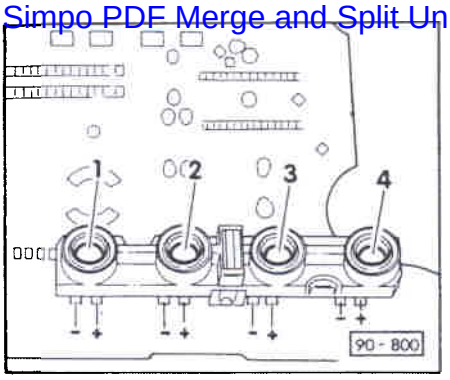

FIG. 3 AFFECTATION DES TÉMOINS DE GAUCHE
- AFFECTATION DES TÉMOINS ==> FIG. 3